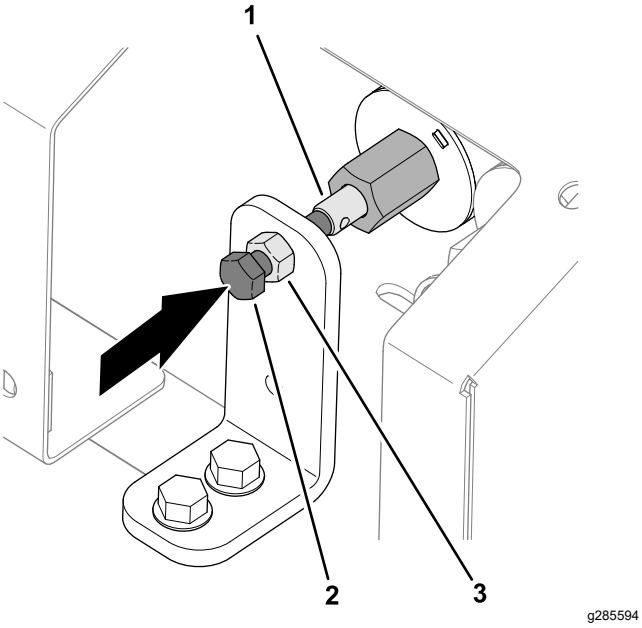

Rysunek 35
1. Poluzuj nakrętkę zabezpieczającą na wsporniku sterowania ręcznego (Rysunek 35).
2. Obracaj śrubę z łbem sześciokątnym służącą do ręcznego sterowania zaworem w prawo, aby zwiększać prędkość podłogi (Rysunek 35).